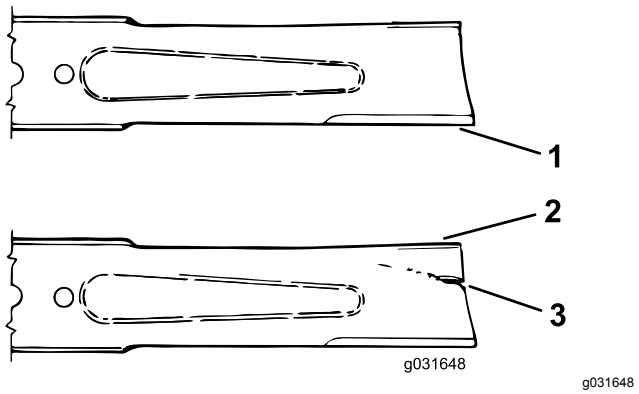

Figur 75
3. Undersök knivseggarna noggrant, i synnerhet där knivens flata och böjda del möts (Figur 75).